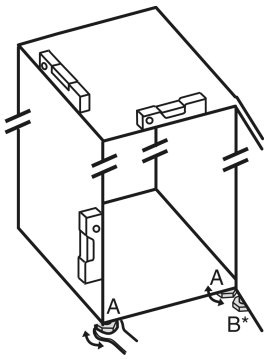

Fig. 6
▶ Skru ut de justerbare føttene *Fig. 6 (A)* ved hjelp av den medfølgende fastnøkkelen og et vater til apparatet er godt justert og i vater.
▶ Skru ut den justerbare foten *Fig. 6 (B)* på lagerbukken ved hjelp av den medfølgende fastnøkkelen til den hviler på gulvet.
▶ Skru den justerbare foten *Fig. 6 (B)* ytterligere 90°.